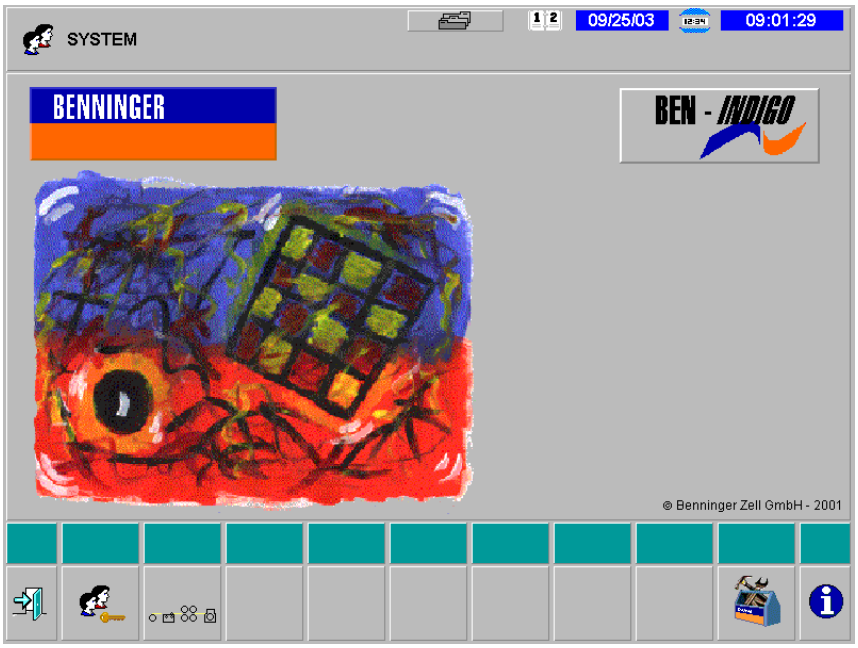

Figura 3.3 Imagem inicial "BEN-*INDIGO*"
Você se encontra na imagem inicial (Figura 3.3).
Você se encontra na imagem inicial "BEN-*INDIGO*" (Figura 3.3).
* Chame a imagem inicial (Figura 3.3).
→ Você saiu do sistema e aparece a imagem inicial (Figura 3.3). O diálogo está novamente bloqueado e, no canto esquerdo superior, aparece novamente o nome do usuário SYSTEM.